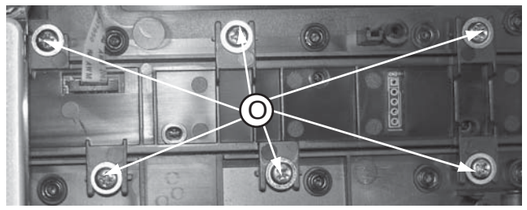

Figure 16
1) Loosen 6 screws “O” to remove the Touch board as shown in figure 16.